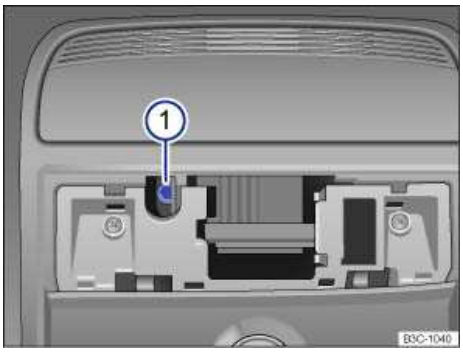

Fig. 158 Hexagonal head screw for closing the power sunroof.
2. Insert a commercially available 1/6 in. (4 mm) Allen wrench[7] into the hexagonal head screw ⇒ fig. 158 (1).